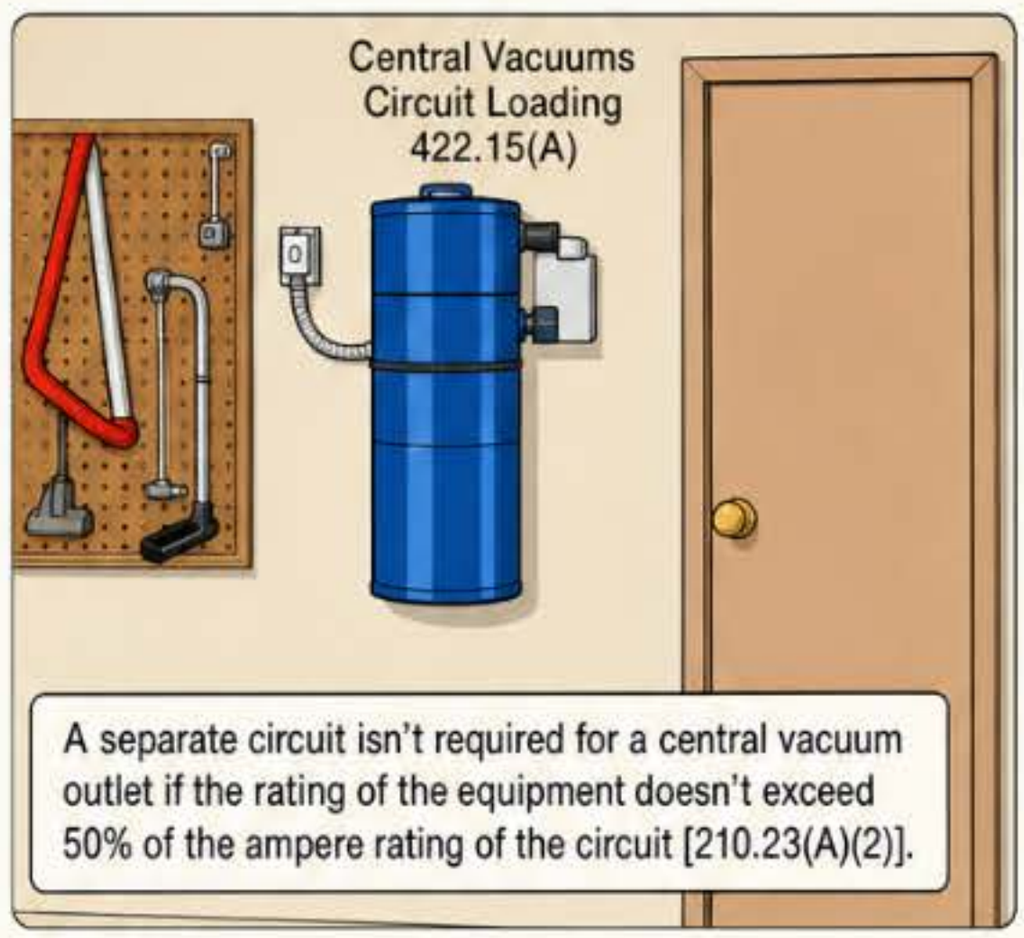

Figure 422-11
(A) Circuit Loading. Listed central vacuum systems must be on a separate circuit if the ampere rating of the equipment exceeds 50 percent of the ampere rating of the circuit [210.23(A)(2)]. ▶ **Figure 422-11**